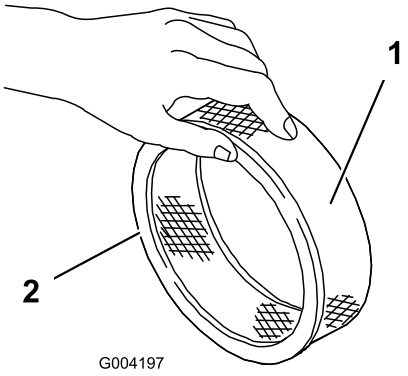

Figur 19
5. Undersøk om papirfilteret har skader, et oljet belegg eller om gummitetningen er skadet (Figur 19).
1. Skyv skumforfilteret forsiktig på papirfilteret (Figur 19).